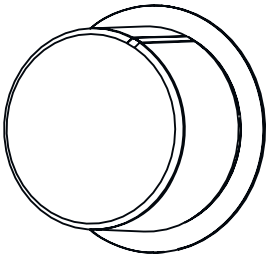

Fig. 13: Pop out on
- Press inward to pop out the button and then adjust (Fig. 13).